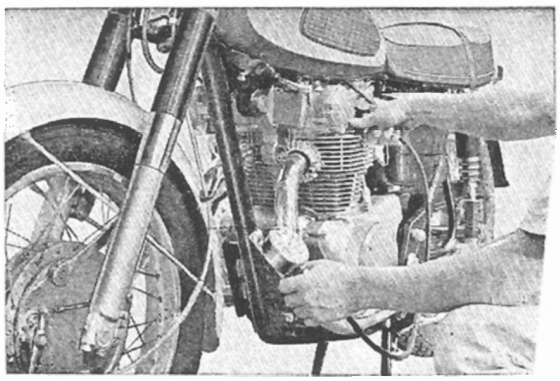

Fig. 6. 1 Compression measurement
b. Inserting compression gauge head into the plug opening, holding it firmly so that compression is not lost. **(Fig. 6. 1)**
① Thickness gauge ② Cam follower shaft
③ Screw driver
(3) To measure the specified compression, measurement should be performed with the engine warm.
d. The rated compression is 13 kg/sq•cm. (185 p.s.i.) **(Fig. 6. 2)**
4. Align the "LT" mark on the dynamo rotor with the index mark on the stator. If the timing marks of both the inlet and exhaust camshafts are aligned to the index mark on the bearing holder, this position is the top-dead-center of the intake stroke, and therefore, the rotor should be turned one complete revolution to bring it to the top-dead-center of the compression stroke, in other words, the purpose is to place the left hand piston at the top-dead-center of the compression stroke. **(Fig. 6. 3)**
5. Adjust the left hand cylinder tappet clearance. The standard clearance between the cam and the cam follower for both the intake and exhaust valves is **0. 03 mm (0. 0012 in)**. Perform the adjustment by loosening the cam follower shaft lock nut and turn the cam follower shaft with a screw driver as shown in figure. The adjustment can be made between the range of 180°. **(Fig. 6. 4, 6. 5)**